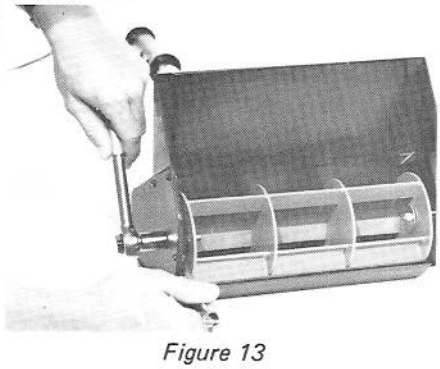

Figure 13
1. Utilisez une clé ouverte 9/16" et une douille 9/16", enlevez la tige, le contre-écrou et la rondelle du rotor (Figure 13).